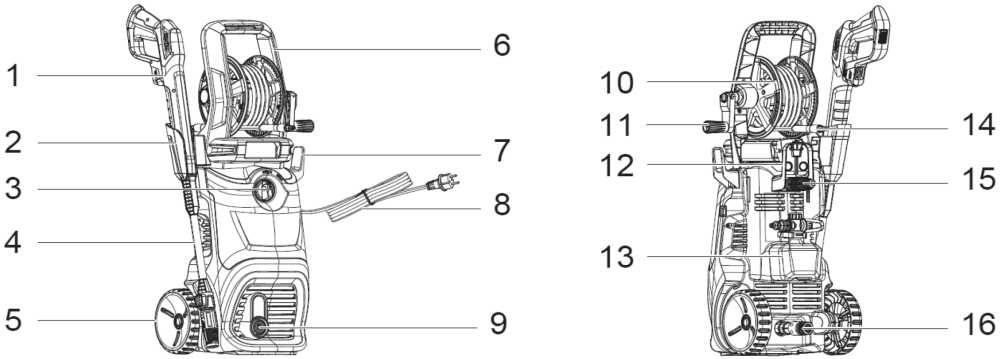

Рис. 1a
5. Включите двигатель мойки, переведя выключатель 3 (Рис. 1a – 1c) в положение «I» или «ON».